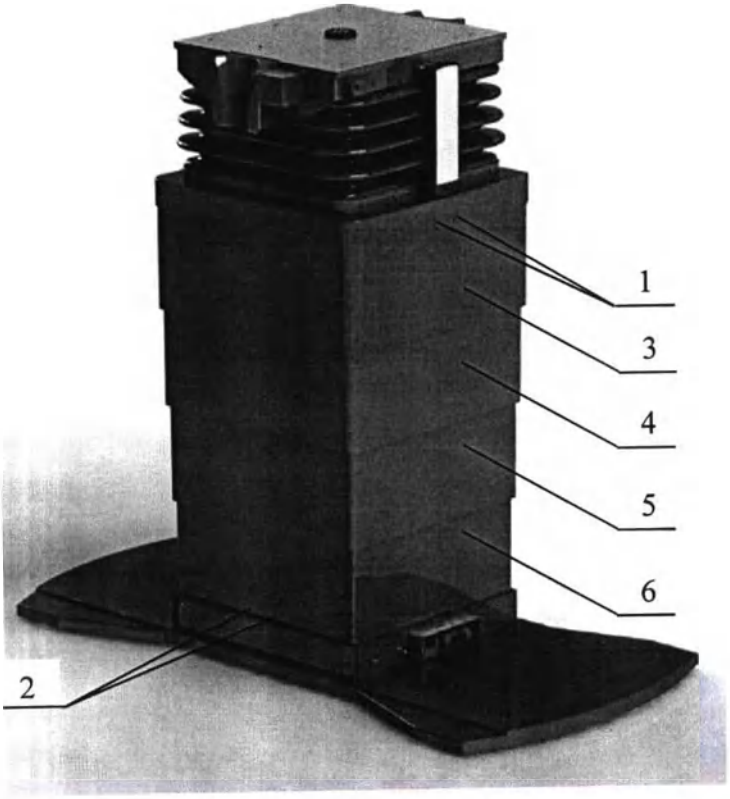

Рисунок 24. Снятие обшивок колонны.
- отверните винты 1 – 4 шт. (Рисунок 24);